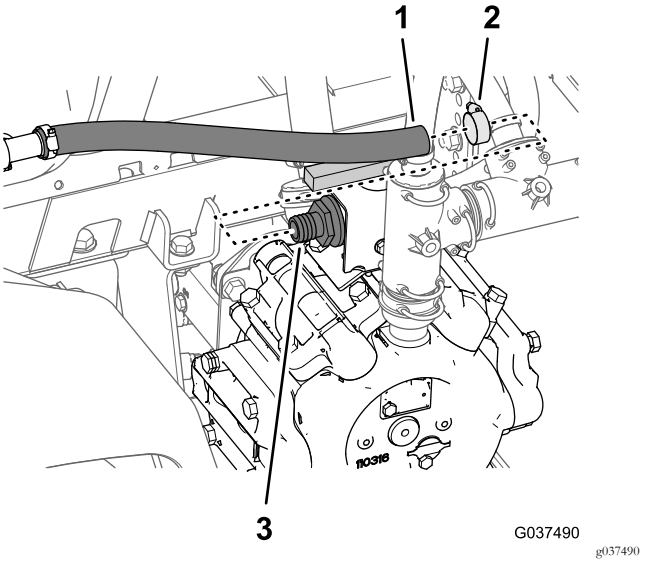

Figuur 32
1. Verwijder aan de spuitpomp de slangklem waarmee de toevoerslang van het mengsysteem is bevestigd op de slangpilaar van de kogelklep (Figuur 32).
2. Verwijder de toevoerslang voor het mengsysteem van de slangpilaar (Figuur 32).